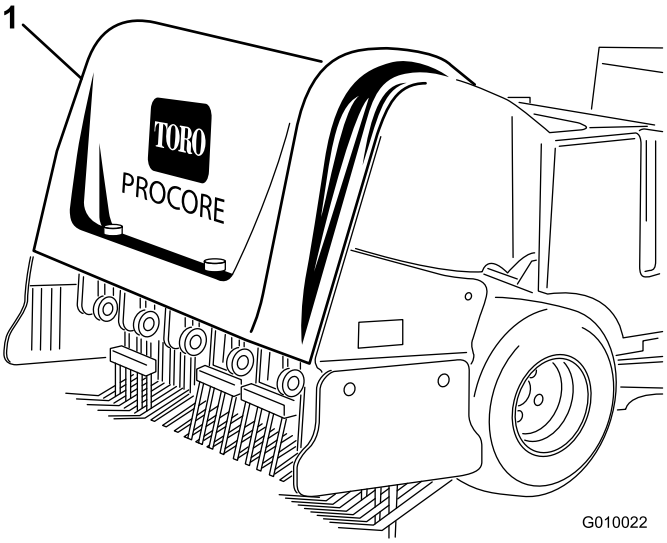
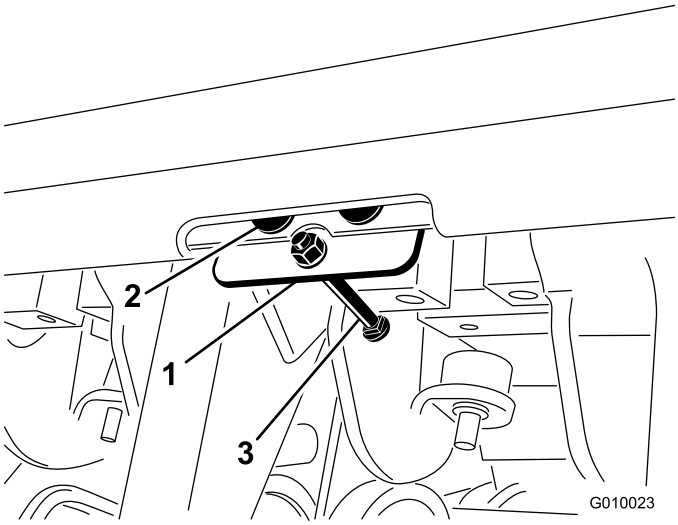

**Figur 7**
**Figur 8**
1. Spänn fast huvplattan vid den bakre huven med tre popnitar (Figur 7 och Figur 8).
3. För in bulten genom huvplattan (Figur 8).
4. Fäst bulten på huvplattan med en låsmutter (nr 10) (Figur 8).